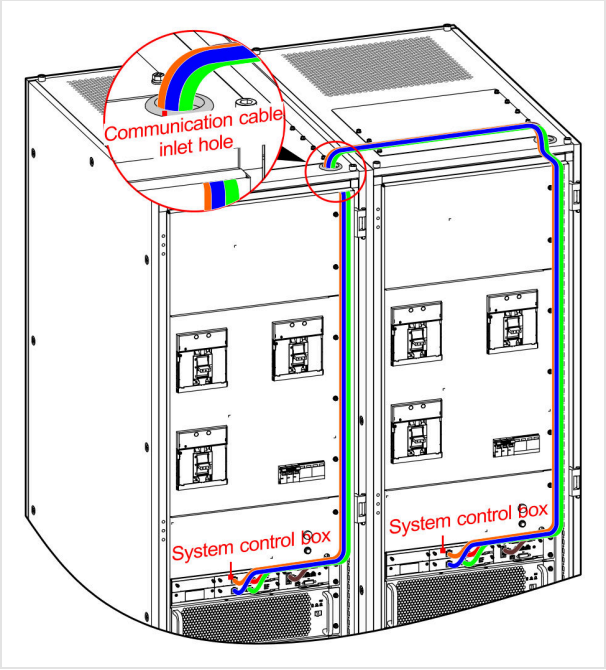

FIGURE 4-58 Communication cables: in through the top inlet, down the right side to the system control box
2. Route the cables through the communication cable inlet at the top, down the right side of the cabinet to the system control box (Figure 4-58).